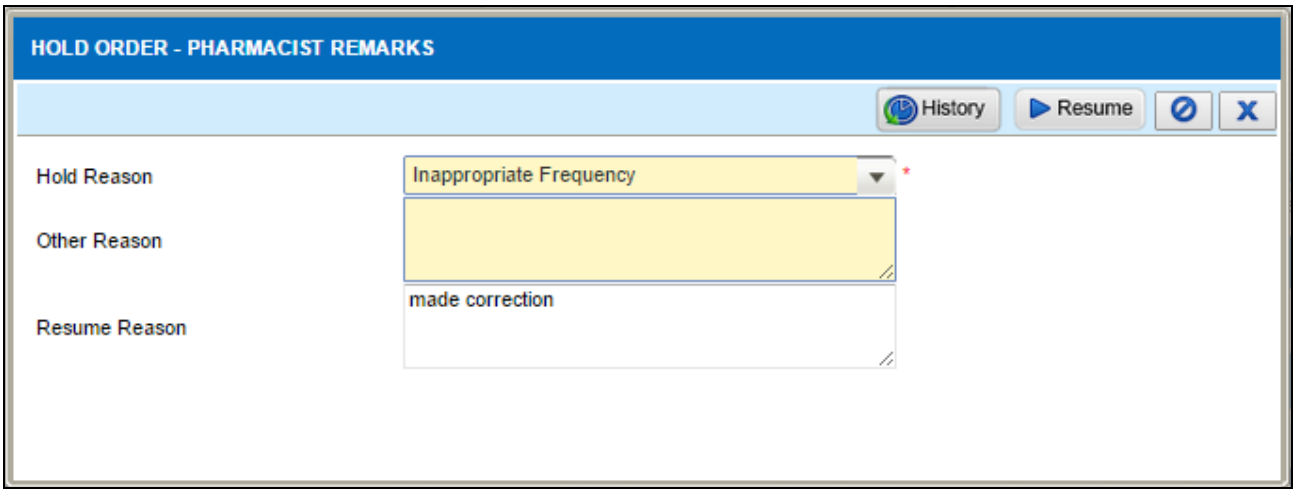

Figure 4.9-6 Hold Order-Pharmacist Remarks
- *Click on the Resume button to resume hold order as per Figure 4.9-6.*
- *Click on the* History *button as per Figure 4.9-6 to view history of hold order reason history listing 4.9-8.*